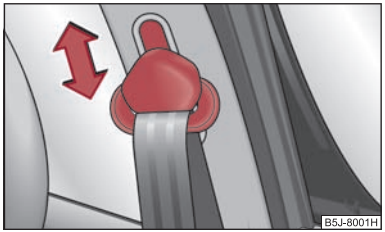

Fig. 4 Front seat: Seat belt height adjuster
– To adjust the belt height press the height adjuster and move it up or down ⇒ fig. 4.